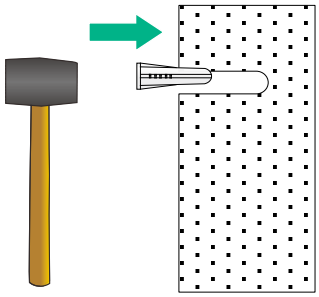

図 7-4 アンカー(壁用)の打ち込み
4)　アンカー(壁用)を穴に挿入します。図 7-4の通りアンカー(壁面)ねじ止めが壁面に全て埋め込まれるまでゴム製のハンマーで打ち込んでください。